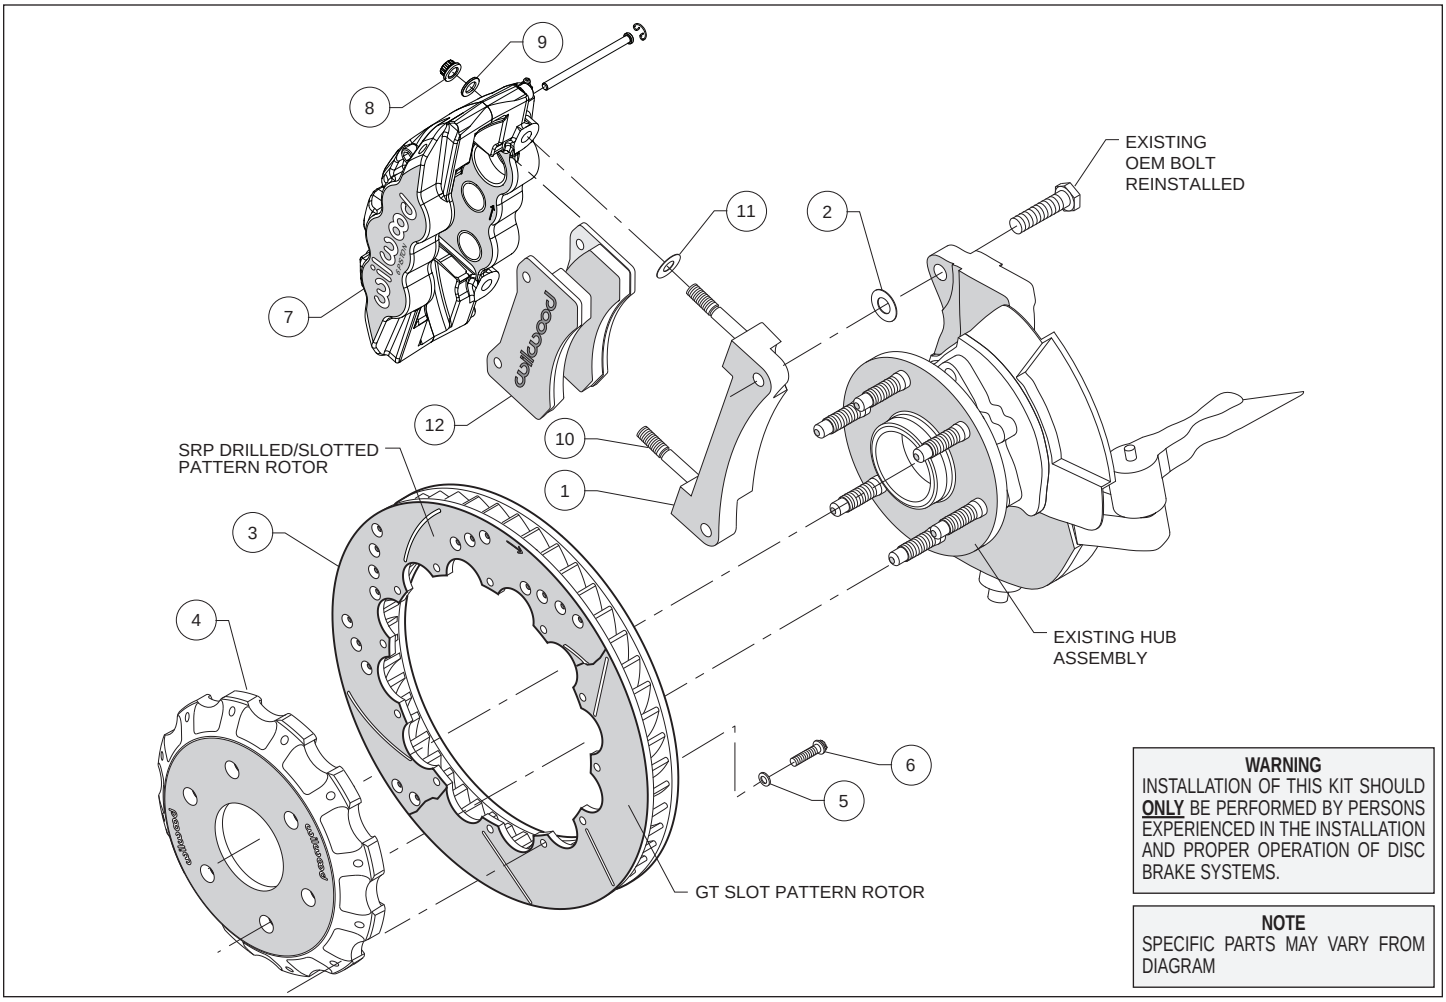

Figure 1. Typical Installation Configuration
• Remove the two pad retaining pins from the caliper (7) by carefully popping out the pin retaining clips and sliding out the pins. Insert the brake pads (12) into the caliper from the bottom, Figure 1. With the friction material facing the rotor, secure the brake pads in place with the pad retaining pins and clips. Reinstall the caliper onto the caliper mounting bracket and temporarily tighten the lock nuts. Check that the top of the brake pad is flush with the outside diameter of the rotor. If not, adjust by adding or subtracting shims (11) between the caliper and the bracket.
•Once all clearances have been checked, remove the wheel, caliper and rotor from the spindle and hub. Secure the caliper mounting bracket (1) to the spindle using red *Loctite*® 271 on the bolt threads. Torque the bolts to manufacturer's specifications. Reinstall the rotor and again use several lug nuts to hold it in place. Lubricate caliper mounting studs and nuts with lightweight oil, reinstall the caliper, torque the caliper nuts (8) to 47 ft-lbs.